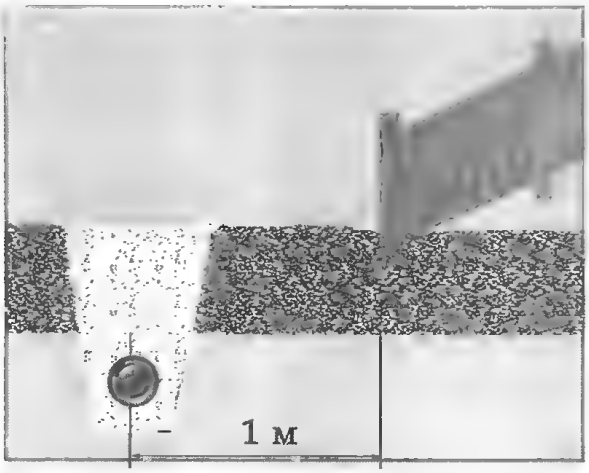

Рис. 3. Минимальное расстояние от ограждения до подземных сетей
3. Минимальное расстояние от ограждения до подземных сетей (рис. 3) – 1 м.